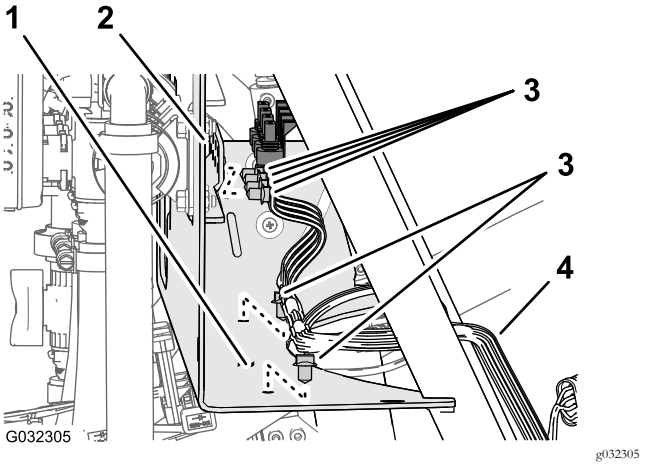

Figuur 23
3. Verwijder de druknagels waarmee de achterste kabelboom bevestigd is aan de openingen aan de voorzijde en de onderplaat van de bevestigingsbeugel van het verdeelstuk (Figuur 23).